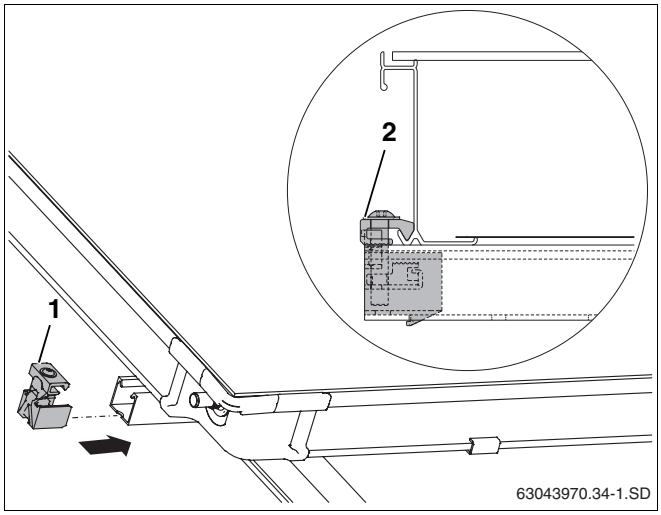

Afb. 52 Enkelzijdige collectorspanner links
- Schuif de enkelzijdige collectorspanner (afb. 52, **pos. 1**) in de bovenste en onderste profielrails.
- Schuif de collectorspanner tot aan het collectorframe en schroef hem vast met een sleutel SW5 (afb. 52, **pos. 2**).
De houder van de collectorspanner, die de collector beneden houdt (afb. 52, **pos. 2**), grijpt in de onderzijde van de collector.